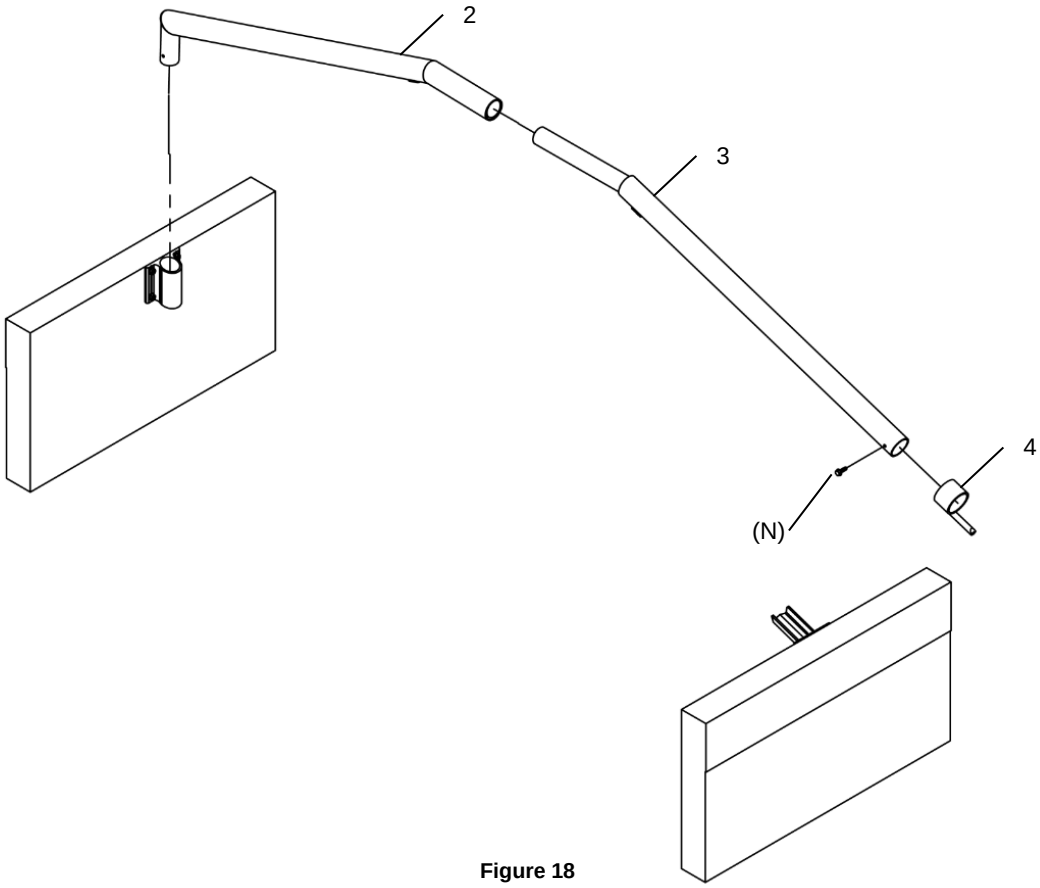

Figure 18
13. **Figure 18.** Install the first section of the cross-bow (2) in the cross-bow pivot and slide-in the second section (3).
14. Slide-in the locking collar (4) on the cross-bow and install the locking screw (N).